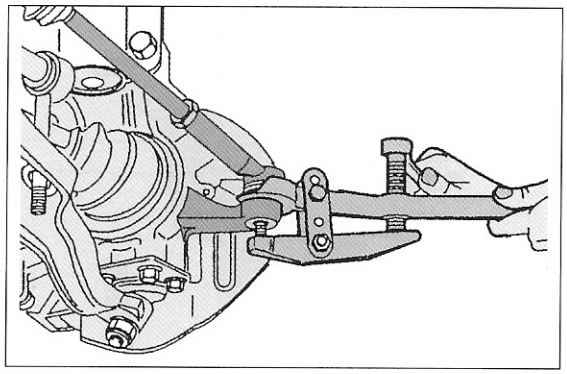
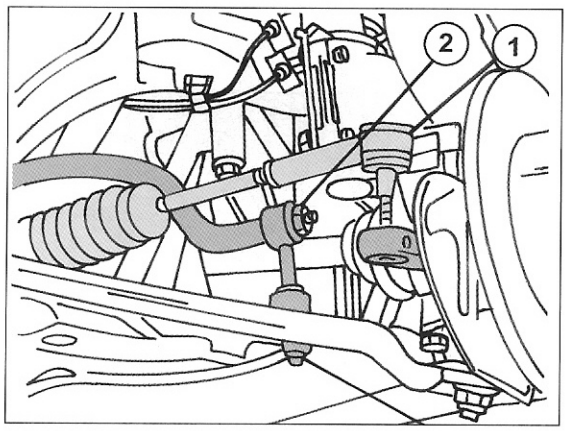
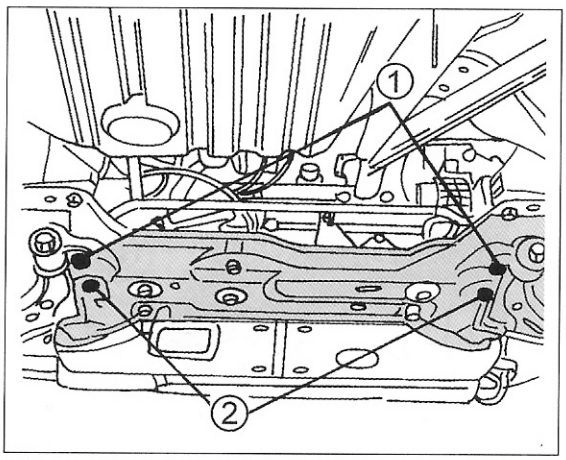
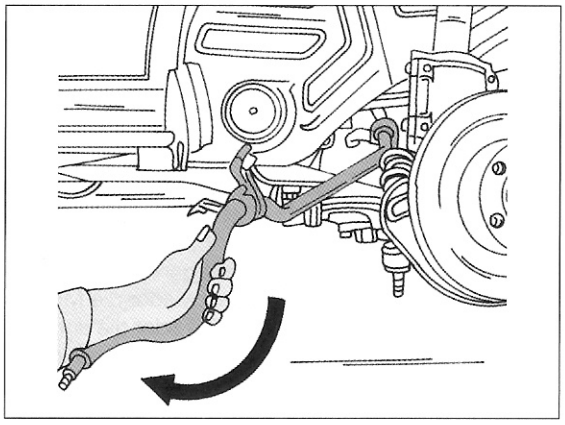

Bild 237
Bild 238
Bild 239
Bild 240
- Die Mutter des Spurstangengelenks vom Lenkhebel abschrauben und das Gelenk in der in Bild 237 gezeigten Weise trennen. Die gelöste Spurstange nach oben schwingen, wie man es in Bild 238 sehen kann.
- Die in Bild 238 gezeigten Muttern (2) und (3) der Koppelstange entfernen.
- An der Unterseite des Fahrzeuges links und rechts die Schrauben der Montageschellen an den in Bild 239 gezeigten Stellen lösen und den Kurvenstabilisator von der rechten Seite herausziehen, wie man es in Bild 240 sehen kann. Die Stange muss dabei angehoben und nach unten verdreht werden, damit sie an allen Stellen vorbei kommt.
Der Einbau geschieht in umgekehrter Reihenfolge wie der Ausbau. Die selbstsichernden Muttern müssen immer erneuert werden. Das Anziehen der Schrauben und Muttern erfolgt, nachdem das Fahrzeug mit den Rädern auf dem Boden aufsitzt. Schrauben (1) in Bild 239 mit 200 Nm anziehen, Schrauben (2) mit 85 Nm und Muttern (2) und (3) in Bild 238 mit 80 Nm anziehen.